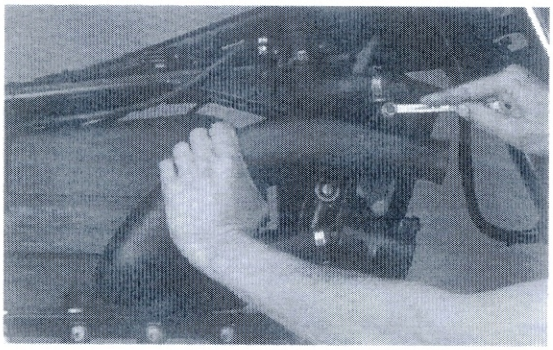

Bild 12
- Ansaugluftschacht abnehmen (Bild 12).
- Unteres Mundstück des Ansaugluftschachts (Bild 12) zur leichteren Montage leicht einfetten.